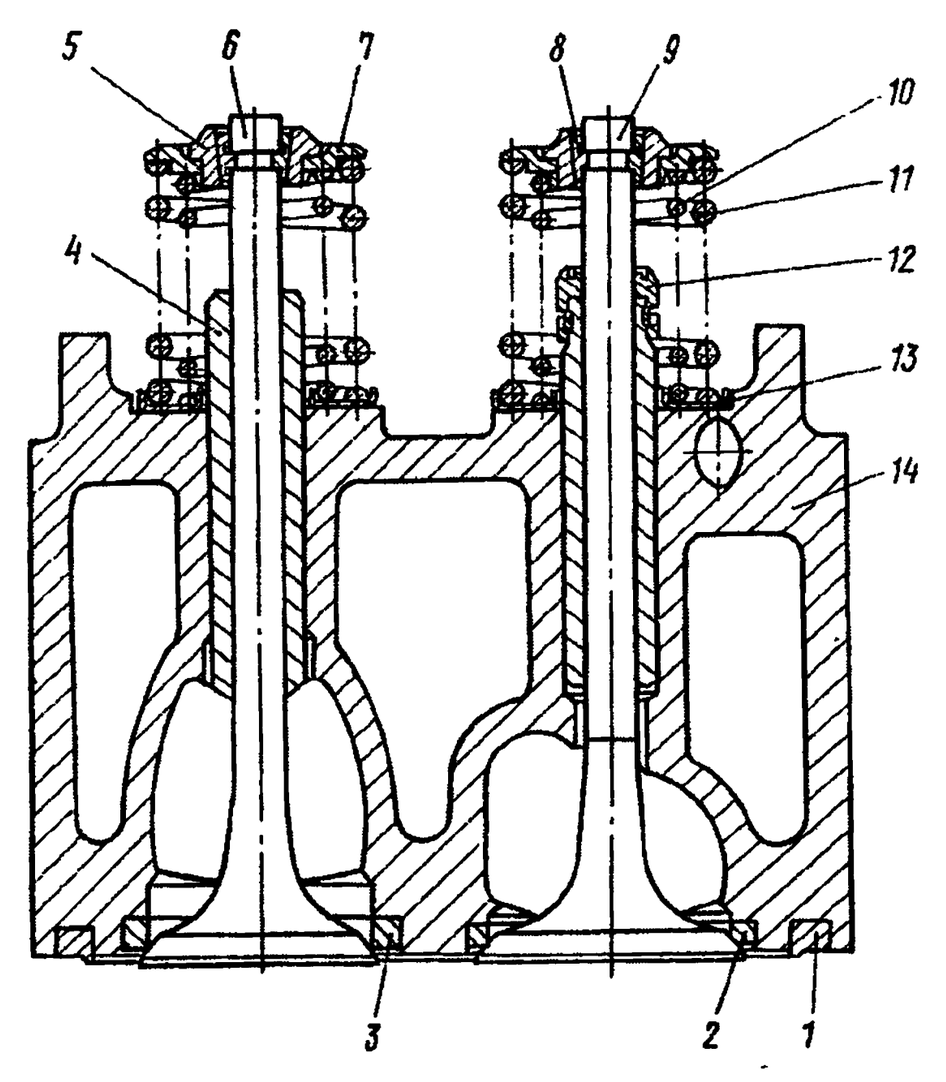

Рис. 13. Головка цилиндров с впускным и выпускным клапанами:
3. Сожмите пружины *10* и *11* (рис. 13) клапана до полного выхода сухарей *8* из конуса втулки *5* и снимите сухари	»